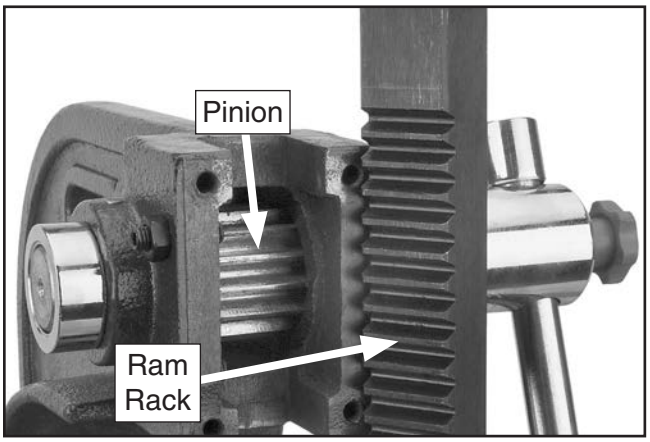

Figure 14. Ram rack and pinion.
1. Remove front plate to remove ram and expose pinion (see **Figure 14**).